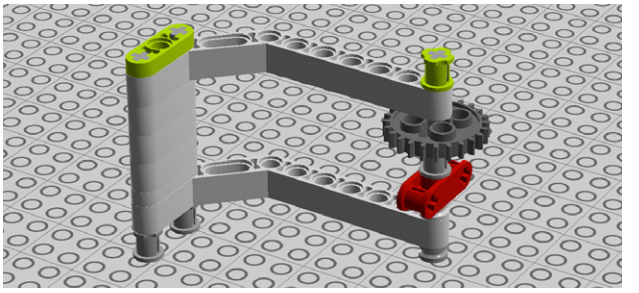

Figure 7-75. *Step 68: Putting the bush and lever in place*
68. Secure the double angle beam with a bush and 3M lever (Figure 7-75).